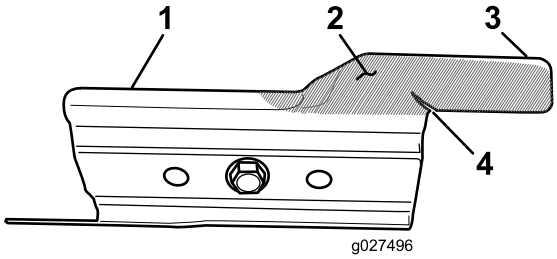

Figuur 25
Controleer het gaspedaal zorgvuldig op overmatige slijtage (Figuur 25). Omdat het metaal kan wegslijten door zand en schurend materiaal (vooral in de zone getoond als item 2 in Figuur 25), dient u het gaspedaal te controleren voordat u de machine gebruikt. Indien u vaststelt dat een lip op het gaspedaal is afgesleten tot een scherpe rand of als er een scheur is, dient u het gaspedaal te vervangen; zie Het gaspedaal controleren (bladz. 22).